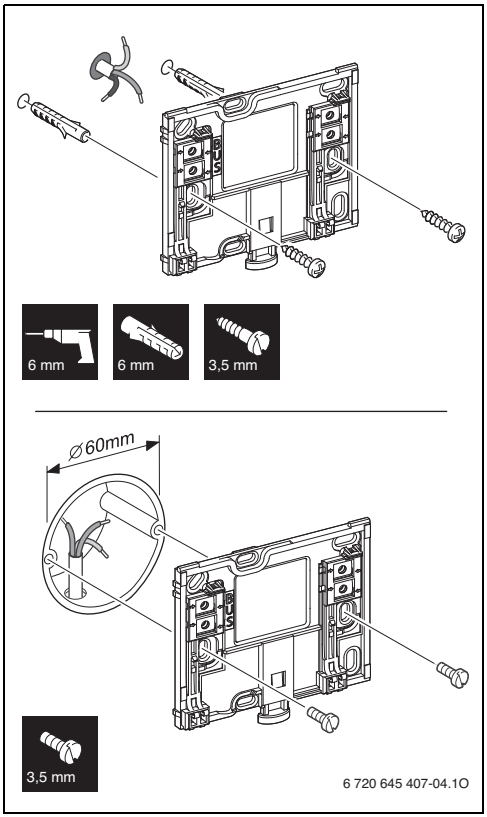

Рис. 5 Установка цоколя
- ▶ Установите цоколь на стену (→ рис. 5).